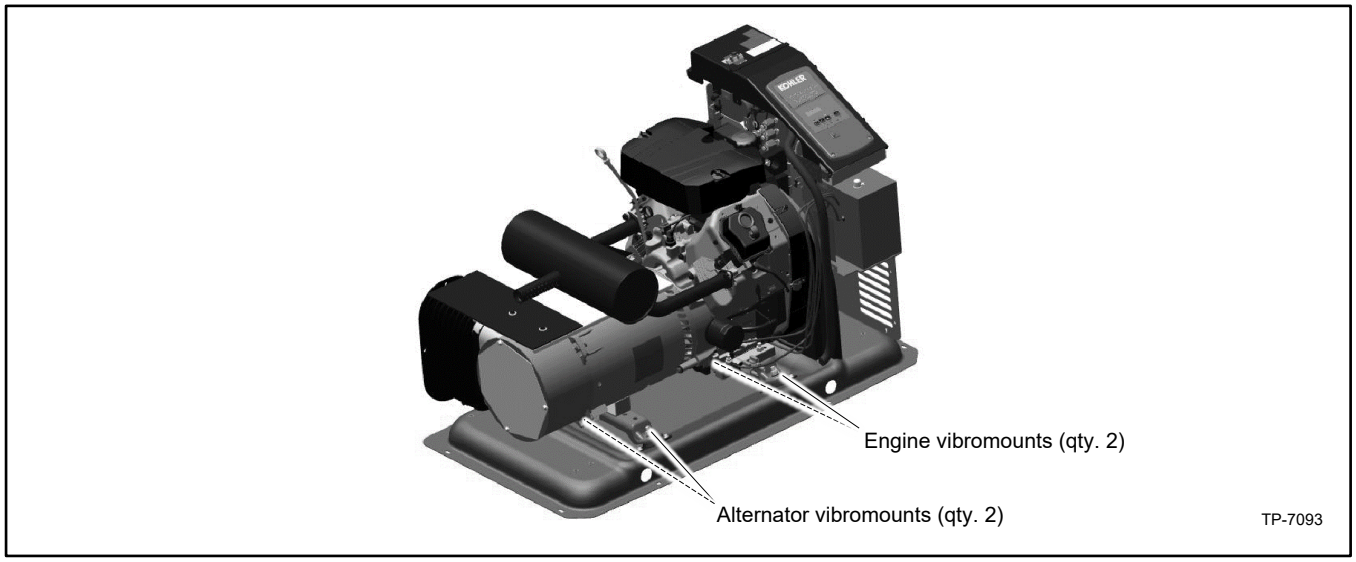

Figure 131 Vibromounts
b. Lower the end of the generator set and reinstall the screws and washers that secure the vibromounts to the skid. Tighten all four vibromounts (for the alternator and engine) to 5.4 Nm (4 ft. lbs.). Do not over-tighten. See Figure 131.